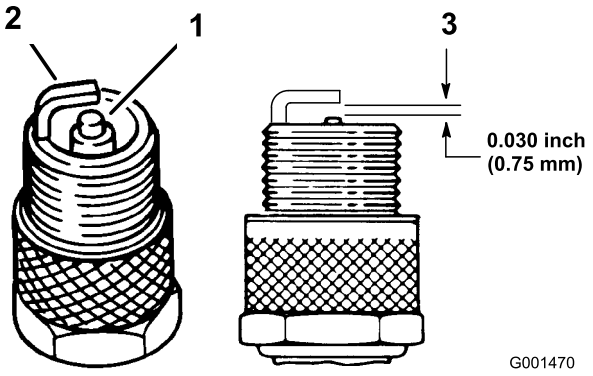

Figur 25
1. Se på midten af tændrørene (Figur 25). Hvis der kan ses en lys brun eller grå farve på isolatoren, fungerer motoren korrekt. En sort belægning på isolatoren betyder normalt, at luftfilteret er snavset.
2. Kontroller gnistgabet mellem midter- og sideelektroderne (Figur 25). Bøj sideelektroden (Figur 25), hvis gabet ikke er korrekt.
3. Slut tændrørskablerne til tændrørene (Figur 25).